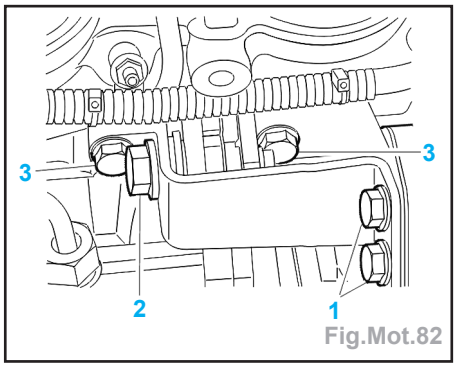

Fig.Mot.82
- Déposer (Fig.Mot.82) :
• les vis de support arrière de pompe (1),
• la vis de fixation de la patte sur le support (2),
• les vis du support de patte sur la culasse (3).